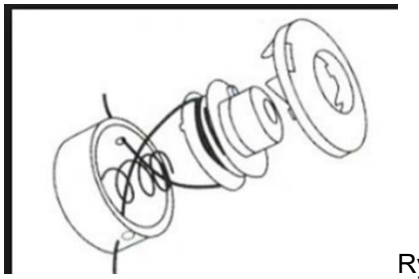

Rys. 26
6. Nałóż szpulę na oś kosy. Wciśnij pokrywę szpuli na obudowę głowicy (Rys. 26).
7. Lekko pociągnij każdą końcówkę żyłki (Rys. 26), tak by odhaczyć ją ze szczelin opisanych w pkt. 5 Obetnij nadmiar żyłki do ok. 125mm (5”) . Zmniejszy to obciążenie silnika podczas startu i rozgrzewania silnika.